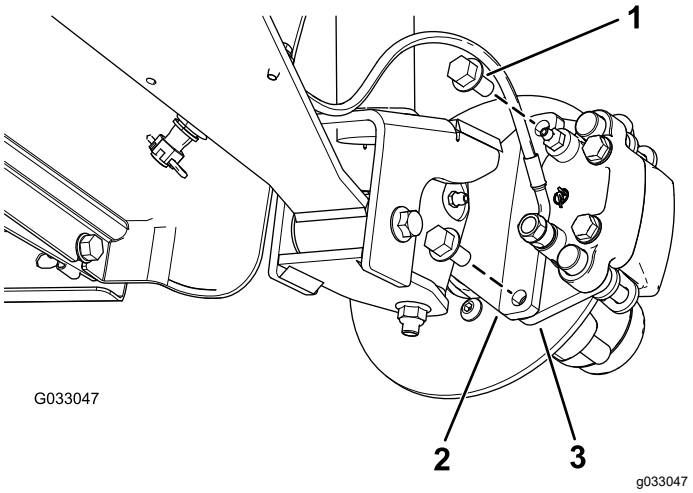
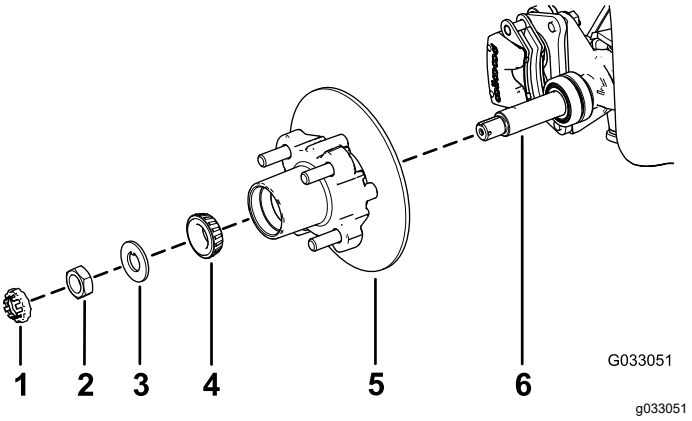

Figur 26
Figur 30
3. Ta bort de flänsskruvar (⅜ x ¾ tum) som håller fast fästet för bromsenheten vid spindeln, och separera bromsen från spindeln (Figur 26).
1. Stryk på ett tunt lager av det angivna fettet på spindeln (Figur 30).
2. Montera navet och rotorn på spindeln med rotorn inåt (Figur 30).
3. Montera det yttre lagret på spindeln och placera lagret på den yttre banan (Figur 30).
4. Montera säkringsbrickan på spindeln (Figur 30).
5. Gänga på spindelmuttern på spindeln och dra åt muttern till 15 Nm samtidigt som du roterar navet för att ställa in lagren (Figur 30).
2. Rikta in bromsklossarna på vardera sidan om rotorn (Figur 26) och hålen i bromsokets fäste med hålen i bromsfästet på spindelramen (Figur 30).
3. Fäst bromsokets fäste på spindelramen (Figur 26) med de två flänsskruvarna (⅜ x ¾ tum).